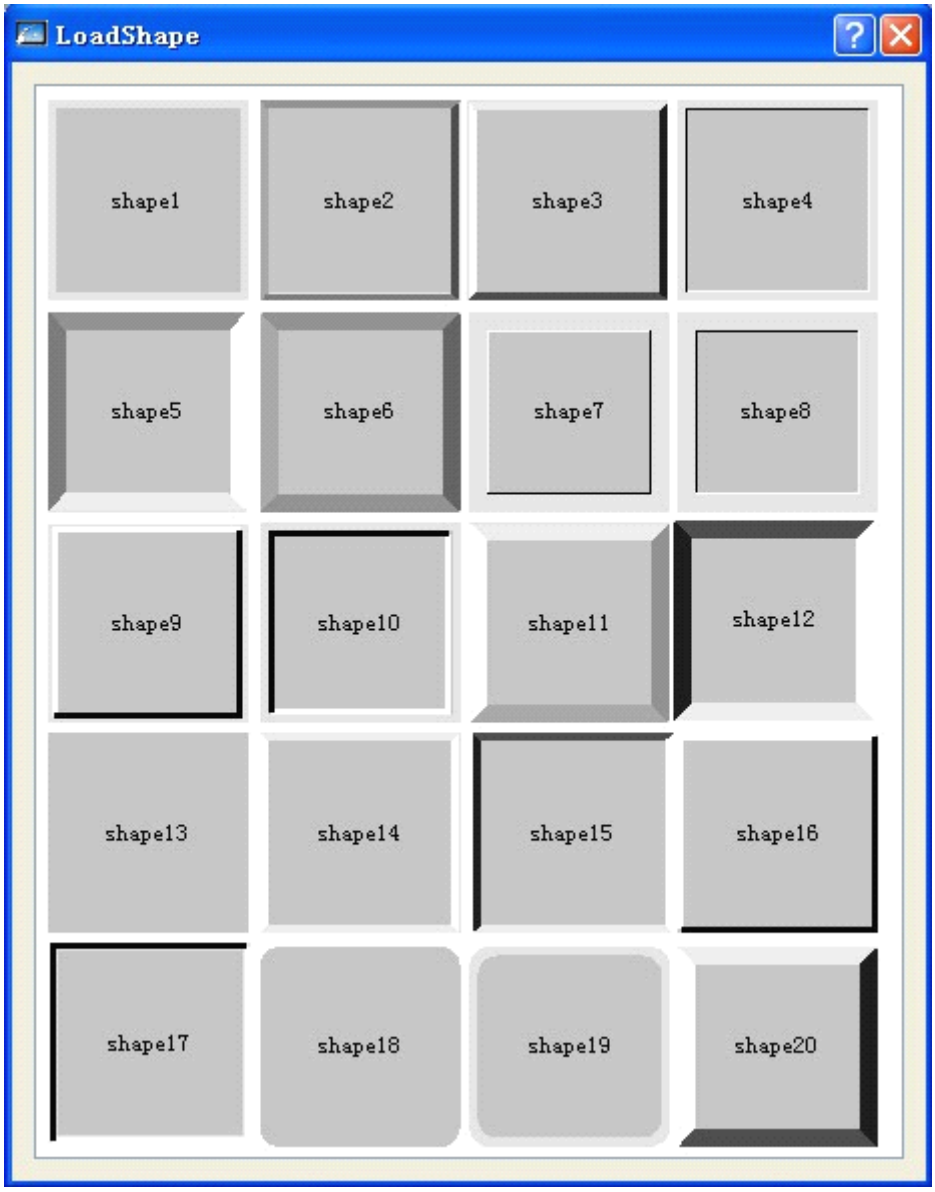

Рисунок 4-74 Окно настройки формы
- Shape: Щелкните кнопку "Shape" , после чего появится окно настройки формы; в этом окне вы можете выбрать желаемую форму просто нажав на форму. Смотрите рисунок 4-74